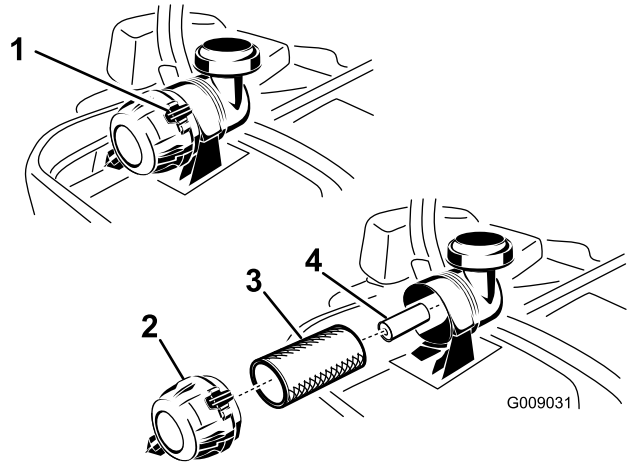

**Figure 47**
3. Appuyez sur les attaches du filtre à air pour les ouvrir et détachez le couvercle du corps du filtre à air (Figure 47).
5. Sortez l'élément principal du corps du filtre avec précaution (Figure 47). Évitez de cogner l'élément à l'intérieur du corps.
1. Ne nettoyez pas l'élément en papier ; remplacez-le (Figure 47).
2. Si vous remplacez l'élément secondaire, insérez-le avec précaution dans le corps du filtre (Figure 47).
3. Placez ensuite l'élément principal sur l'élément secondaire avec le même soin (Figure 47). Assurez-vous qu'il est bien engagé en appuyant sur le rebord extérieur.
4. Montez le couvercle, reniflard en bas, et tournez-le pour que les attaches verrouillent le couvercle en place (Figure 47).